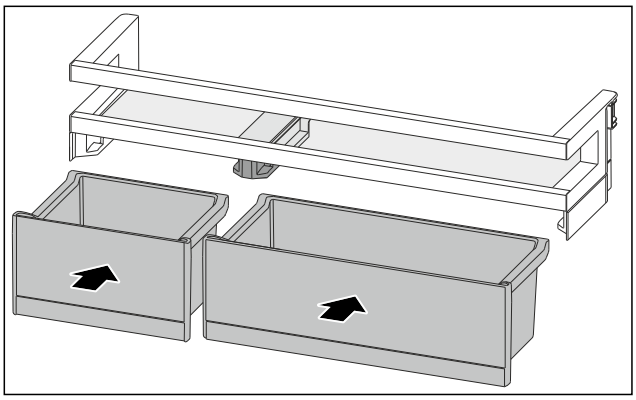

Fig. 185
▶ 排列互换后装入 VarioBox。〔参见 Fig. 185〕